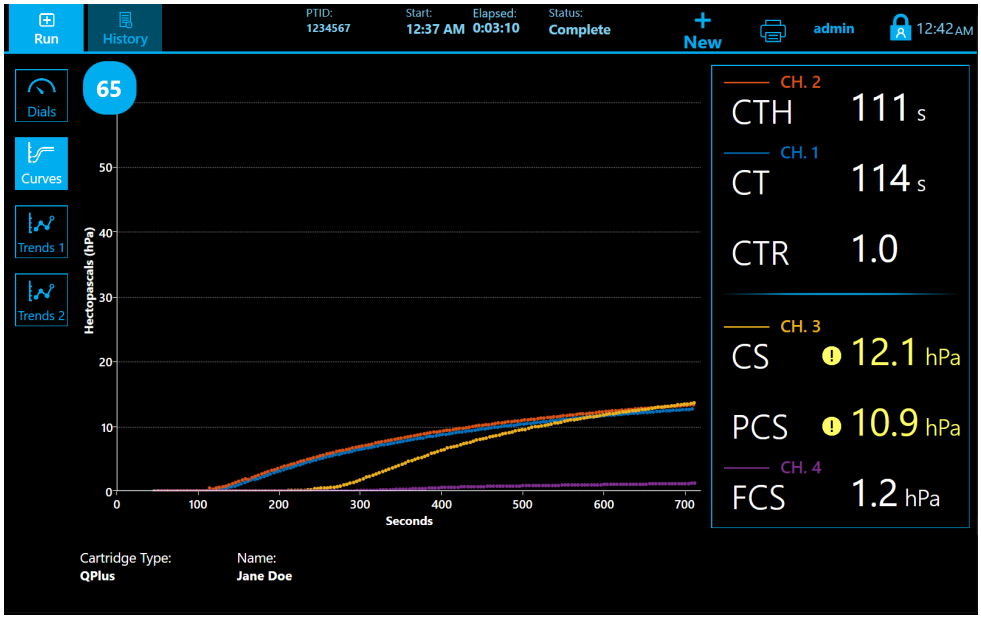
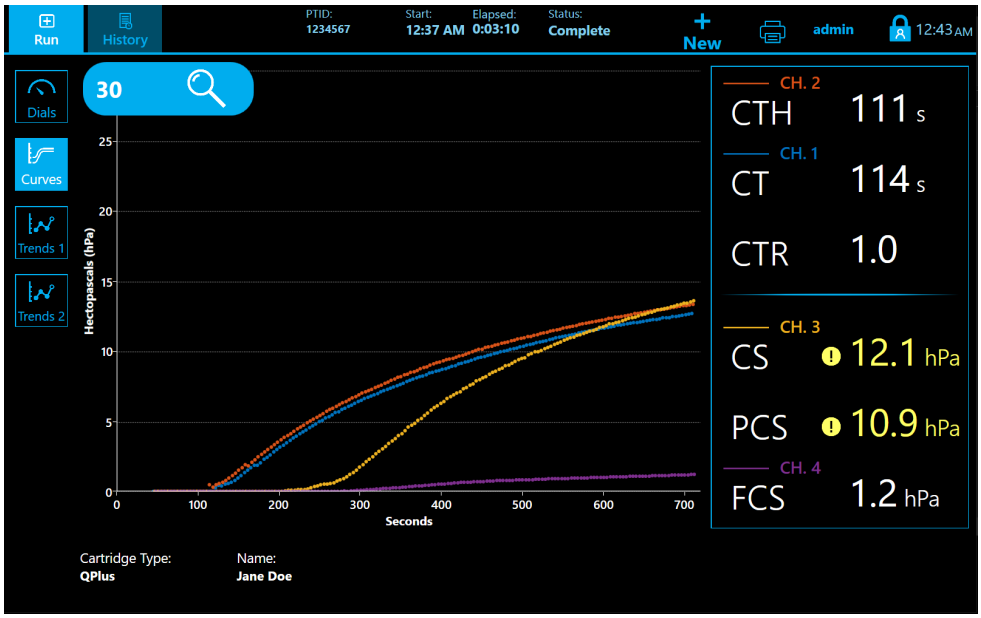

Figure 29. Curves View – QPlus Final Results
Figure 30. Curves View – QPlus Final Results Zoomed In
4. Test results are also viewable as a coagulation curve showing the development of a clot over time via the Curves View (Figure 29). Using the buttons on the left sidebar, a User can toggle between the Dials View and the Curves View as the test progresses or after the test is completed. For the Curves View, final results are displayed in the right sidebar once they are available (Figure 30). The user has the option of changing the y-axis scale on the curve screens. The default upper limit is 65 hPa. Clicking on the 65 in the circle on the y-axis will change the upper limit of the y-axis to 30 hPa. Curves shown are for the QPlus Cartridge.